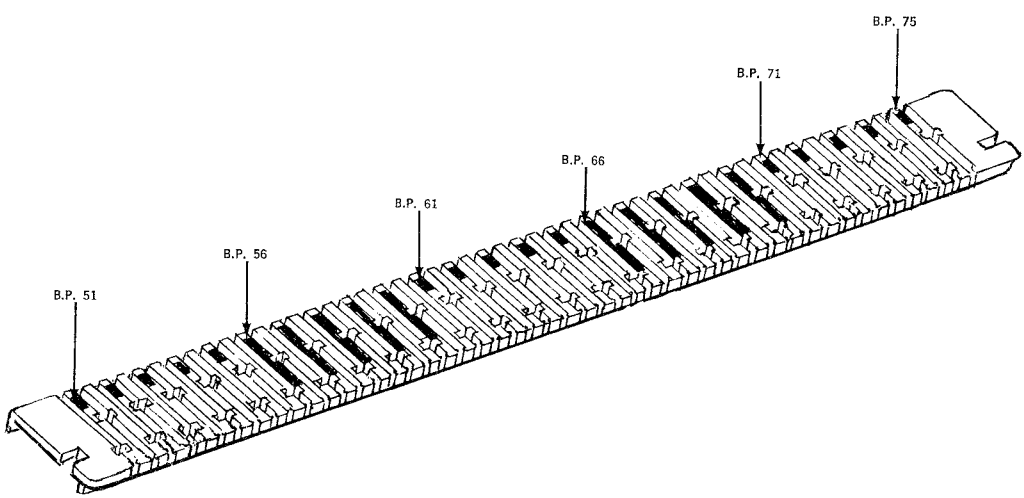

Fig. 5 — Connector Module Cover
4.01 To place a jumper wire, start by locating the required "OUT" binding post in the "blue" field. To assist in locating the binding post in any given twenty-five pair connector module, the binding posts are grouped in units of five, designated by short and long marks on the module cover as shown in Fig. 5.